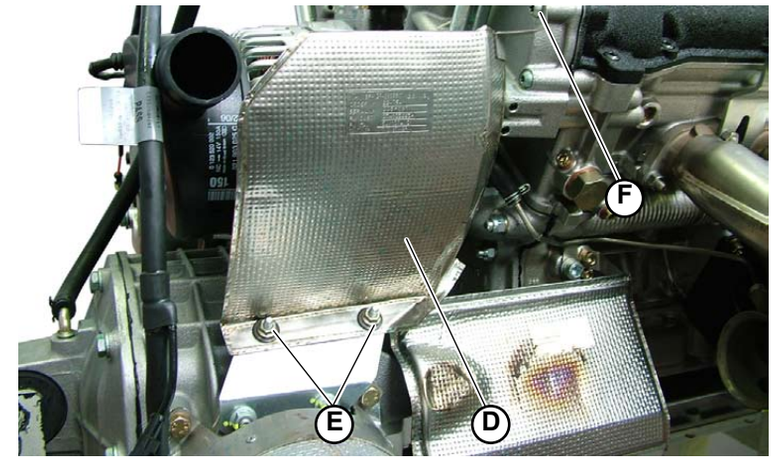

Fig.2
3. Secure the heat-proof panel (**D-Fig.2**), tightening the 2 bolts (**E-Fig.2**) and the screw (**F-Fig.2**).